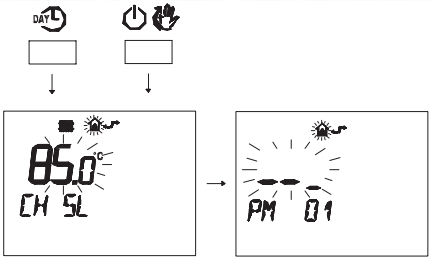

Fig. 7.29
- Press buttons DAY and at the same time to enter transparent programming (Fig. 7.29).